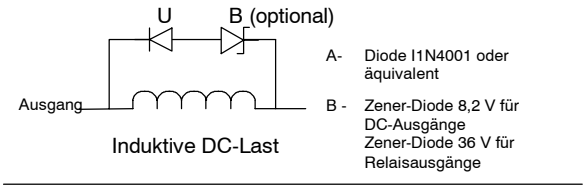

Bild 3-3 Schutzbeschaltung für eine DC-Last
Bild 3-3 zeigt ein Beispiel für eine Schutzbeschaltung für eine DC-Last. In den meisten Anwendungen ist der Einsatz einer Diode (A) parallel zur induktiven Last geeignet, doch wenn Ihre Anwendung schnellere Ausschaltzeiten benötigt, ist der Einsatz einer Zener-Diode (B) empfehlenswert. Bemessen Sie die Zener-Diode gemäß dem Strom im Ausgangskreis.